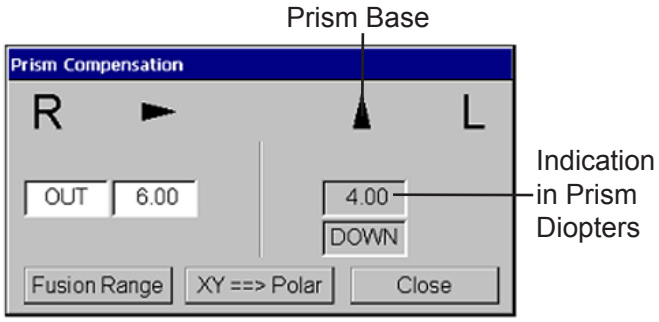

Figure IU-12, Prism Compensation Window
1. Press the PR button to open up the Prism dialog box on the Controller screen. Refer to Figure IU-12.